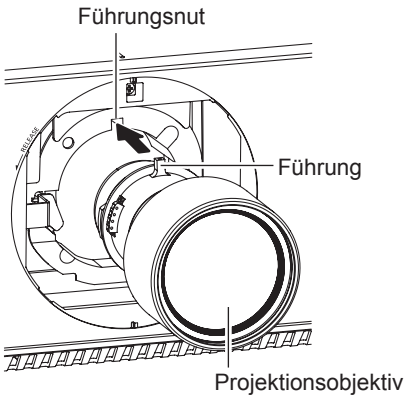

Abb. 1
1) Entfernen Sie die Objektivfassungsabdeckung, richten Sie die Projektionsobjektivführung an der Führungsnut des Projektors aus und setzen Sie das Objektiv bis zum Ende ein. (Abb. 1)